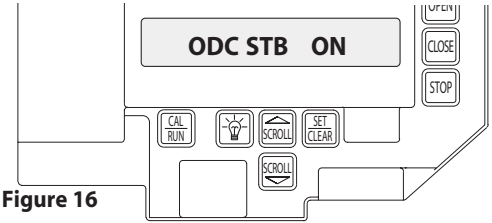

Figure 16
2) Press SCROLL (up or down) until display reads "ODC STB>ON" "ODC STB>OFF" **Figure 16**